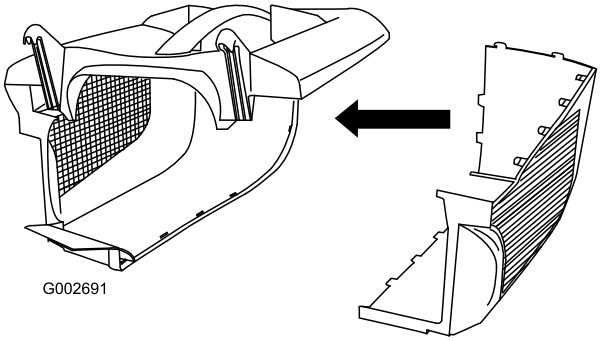

Figur 8
2. Skyv den andre siden inn i hektene i oversiden og fest bakdelene på de to sidestykkene sammen (Figur 8).